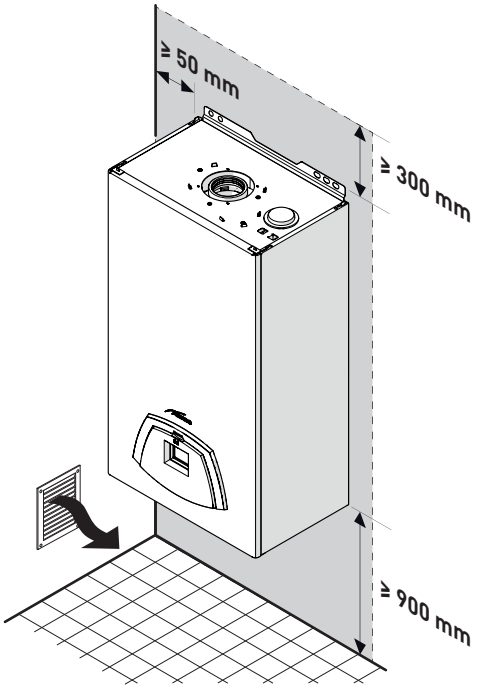

Fig. 20
- Tenga en cuenta los espacios necesarios para poder acceder a los dispositivos de seguridad/regulación y para poder llevar a cabo las tareas de mantenimiento (véase Fig. 20).